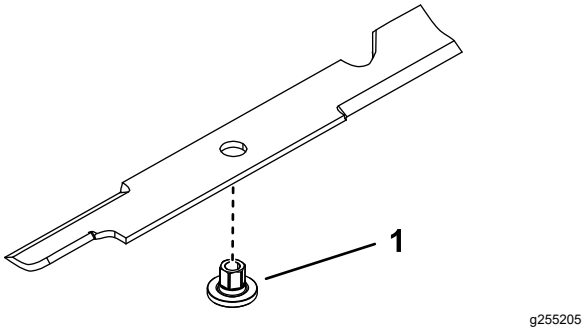

Figuur 108
1. Monteer de lagerbus door het mes met de flens van de lagerbus op de onderste kant van het mes (Figuur 108).